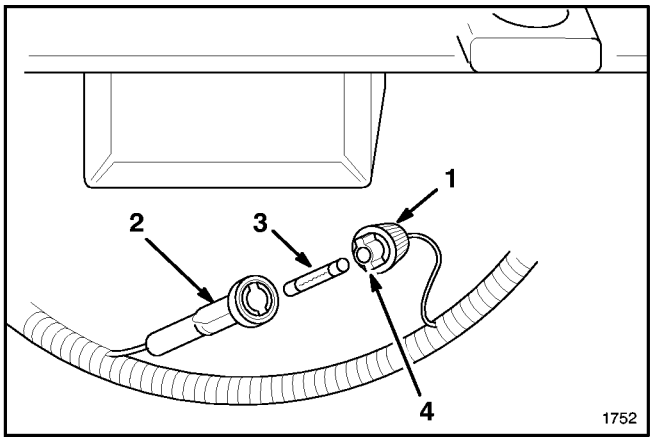

Abbildung 29
1. Die beiden Hälften der Sicherungshalterung gegeneinander drücken. Die Kappe der Sicherungshalterung drehen und die Sicherungshalterung öffnen (Abb. 29).